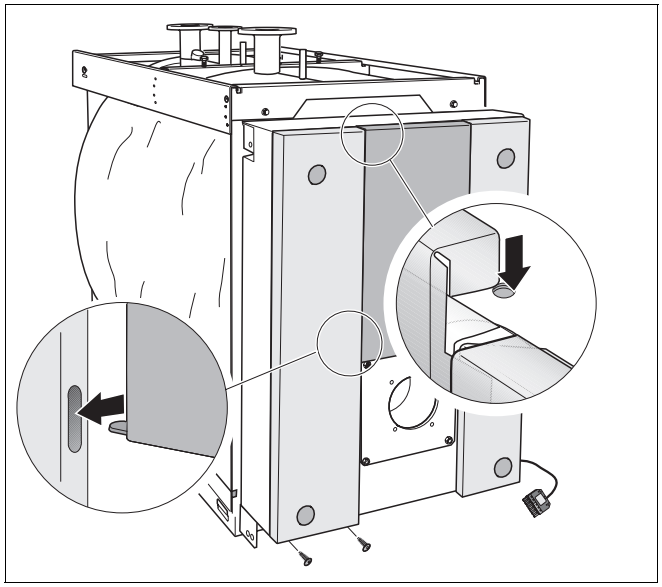

Рис. 29 Установка левой декоративной панели
- Подвесить левую декоративную панель вверху в траверсу и вставить язычок внизу в вырез на левой декоративной панели (рис. 29). Внизу закрепить 2 самонарезающими винтами M5x10.